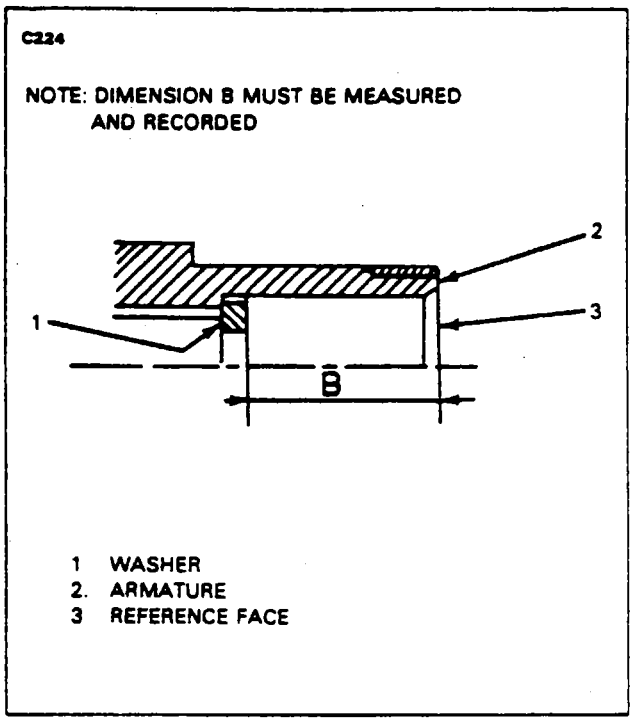

Figure 11-9. Locating Washer
ae. Fit the washer (39) and check the dimension B as indicated on Figure 11-9.